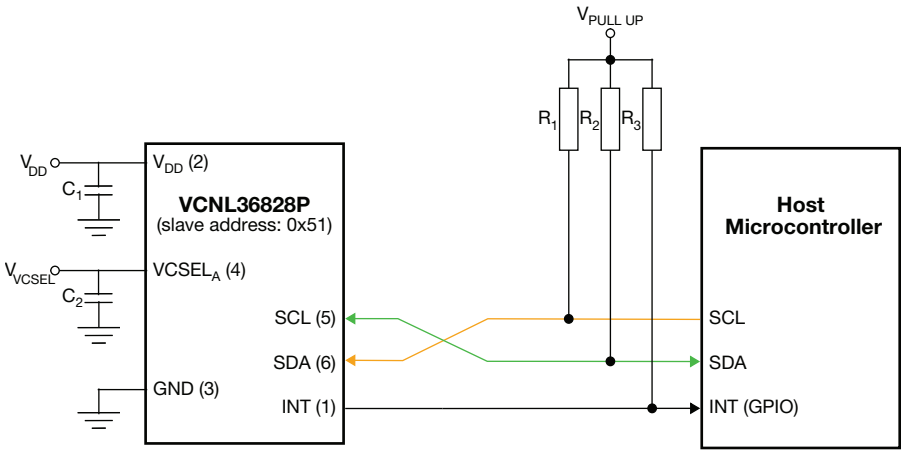

Fig. 13 - Application Circuit Example for a Single VCNL36828P - Slave Address 0x51
On the other hand, when pins 5 and 6 are connected to the data and clock signal from the microcontroller, as shown in Fig. 13, they will then be configured as an SDA pin and SCL pin, respectively. The 7 bit slave address option of 0x51 will be automatically selected.
(1) The default ID depends on the connection of the SCL and SDA pins on the VCNL36828P with the SCL and SDA pins on the host MCU. If pins 5 and 6 on the VCNL36828P are connected to the SCL and SDA pins on the host, the default value will be 0x28. On the other hand, if pins 5 and 6 on the VCNL36828P are connected to the SDA and SCL pins on the host, the default value will be 0x29. Please refer to Fig. 13